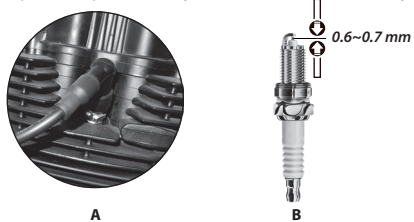

Imagen 15. Bujía.
1. Localizar el cable de la bujía en el lado derecho de la . Ver imagen 15-A.
6. Verificar la calibración de los electrodos de la bujía la cual debe ser de 0.6 a 0.7 mm. Ver imagen 15-B.